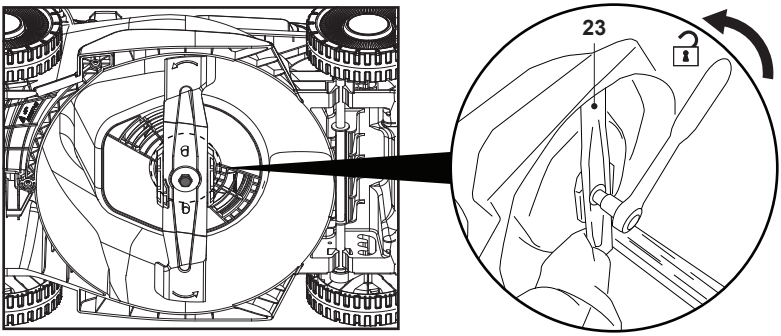

Fig. 18
NOTA: Si utiliza una llave manual en lugar de una llave de impacto eléctrica, procure que la cuchilla (23) no gire mientras afloja el perno. Use unos guantes resistentes para agarrar la cuchilla firmemente. Si es necesario, utilice un bloque de madera de tamaño adecuado para impedir que la cuchilla gire (Fig. 18).